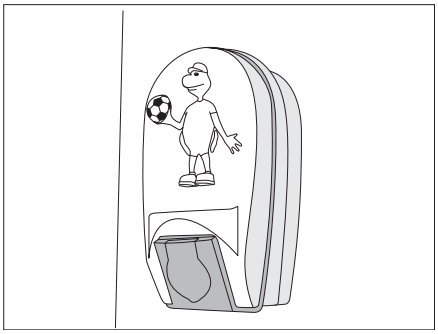

Fig. 160 Children's bed lamp
- Press the light covering of the children's bed lamp (Fig. 160) lightly together and remove it.